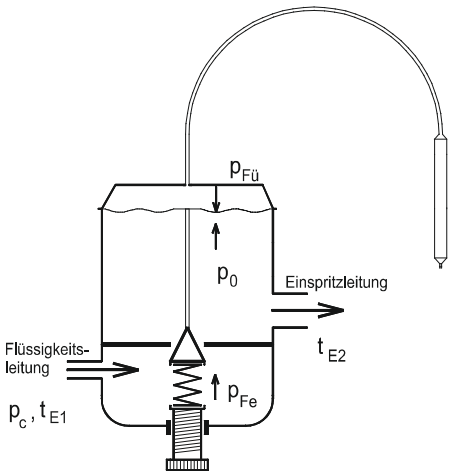

Abb. 1.3 Thermostatisches Expansionsventil (TEV)Abb
10. Abbildung 1.3 zeigt ein *Thermostatisches Expansionsventil* (TEV). Welche Be-